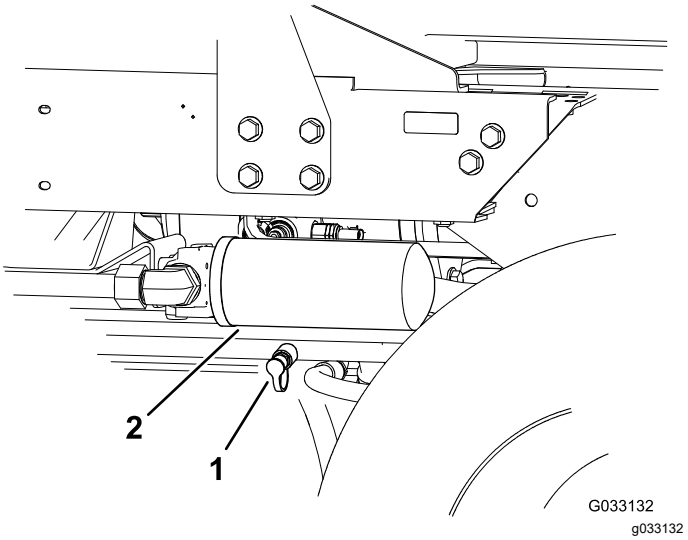

Figur 76
2. Anslut en hydraulslang mellan diagnoskopplingen som monterades i det bakre grenröret och tryckkontrollporten för backdrift (Figur 76).